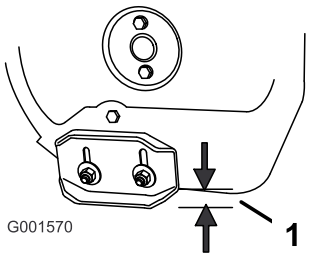

Figure 43
2. Remove the dipstick and check the oil level (Figure 43). If the oil level is below the Add mark on the dipstick, add oil. Refer to Changing the Engine Oil (page 22).
2. Loosen the nuts that secure both skids to the auger sides until the skids slide up and down easily (Figure 43).